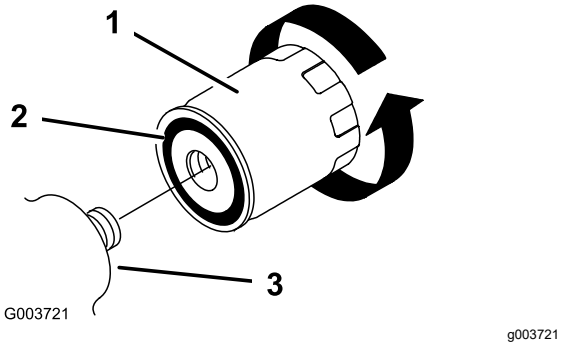

Rysunek 36
5. Zdemontuj stary filtr (Rysunek 36) i wytrzyj do czysta powierzchnię adaptera filtra.
6. Nanieś cienką warstwę oleju hydraulicznego na gumową uszczelkę nowego filtra (Rysunek 36).
7. Zainstaluj nowy filtr oleju hydraulicznego w adapterze filtra (Rysunek 36). Obracaj filtr w kierunku zgodnym z ruchem wskazówek zegara, aż gumowa uszczelka zetknie się z adapterem, a następnie obróć filtr o dodatkowe pół obrotu.